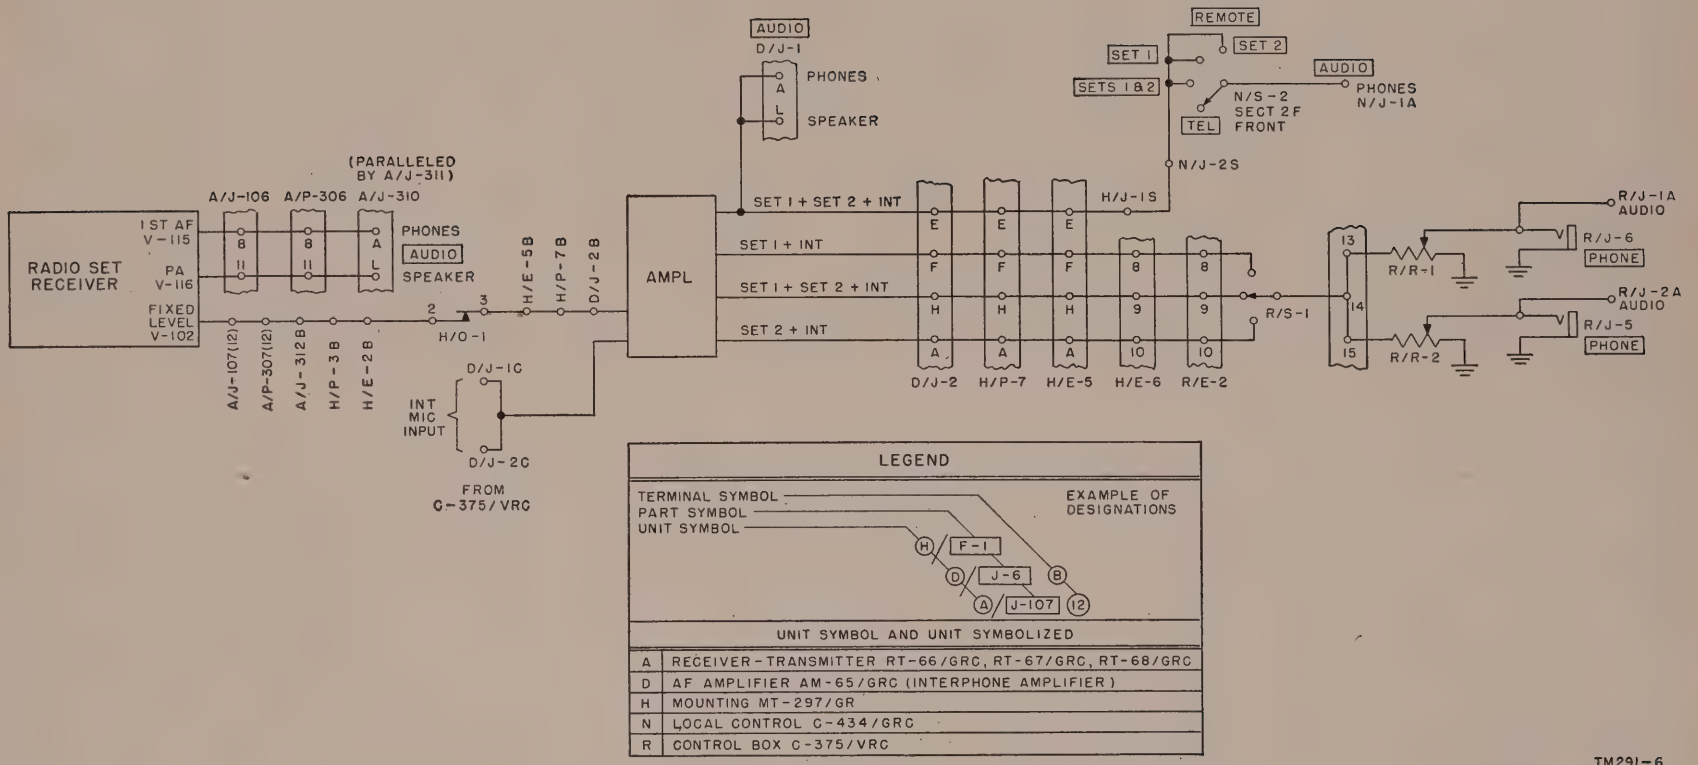
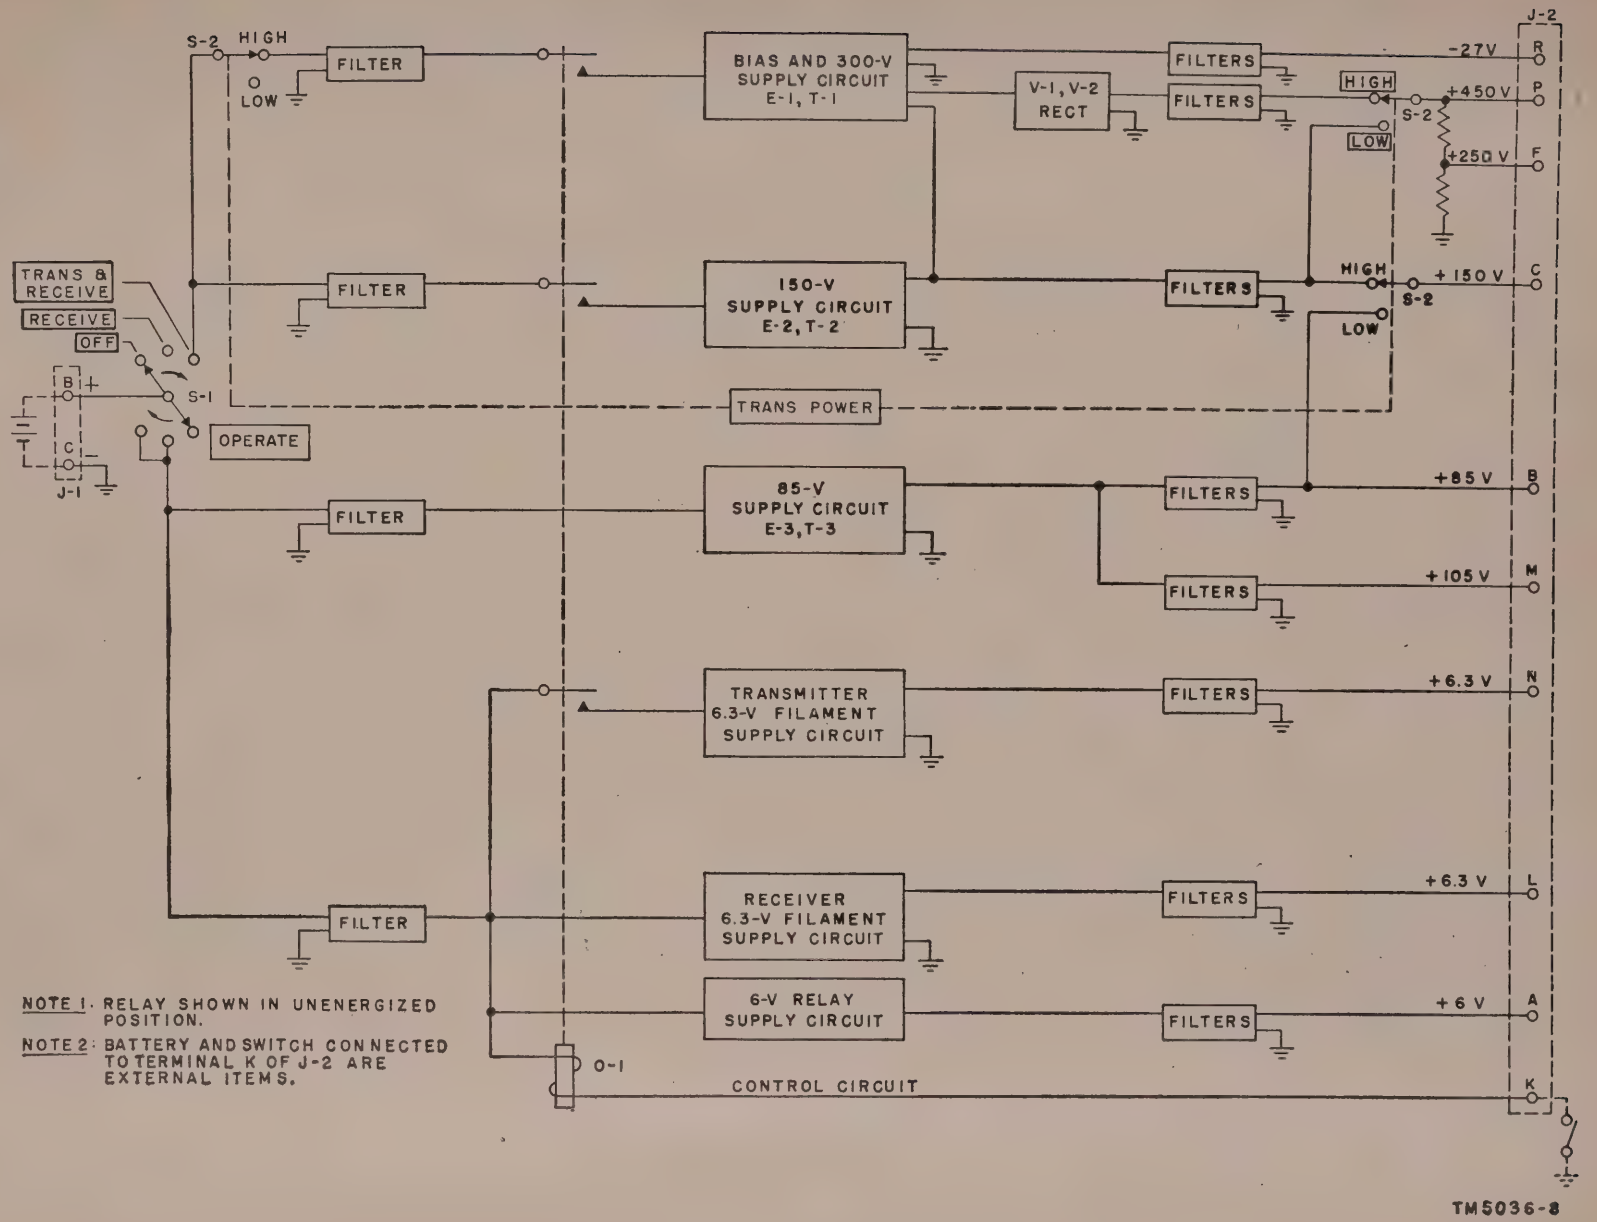

Figure 42. Monitoring circuits.
Figure 43. Set 1 power supply, block diagram.
a. Three diagrams (figs. 40, 41, and 42) are used to illustrate system interconnections and functioning. Complete power distribution circuits are shown on figure 40. Figure 41 illustrates the power distribution and control circuits within the local and remote control units. Indications have been made to show where these circuits connect into the system depicted in figure 40. When the local and the remote units are used, the complete circuits, as would be traced from the vehicle battery through the remote control, are partly in figure 40, and partly in figure 41. Figure 42 illustrates the monitoring facilities that are available.
c. Figure 42 illustrates all of the monitoring facilities which are available in the radio sets and
d. Monitoring. When filament, plate, and screen voltages have been made available as described above, the amplifier can monitor input signals from Set 1 (fig. 42). The amplifier cannot be used for interphone operation until the microphone and control circuits (*e* below) are completed. The signal path through the interphone amplifier may be traced through the block diagram (fig. 45). The output of the interphone amplifier is routed for monitoring to the audio connectors of the interphone boxes, the amplifier panel, and the AUDIO connector of the local unit. The signal supplied to the interphone boxes must be selected by the switch on the panel of the box (R/S–1 in fig. 42).
Note. For circuit details of the Set 1 power supply, refer to figures 76 and 77. A block diagram of the Set 1 power supply is shown in figure 43.
(2) The outputs of the first and second a-f stages, A/V–115 and A/V–116, respectively (fig. 42), are supplied to the phone and speaker terminals of the panel-mounted AUDIO connectors, A/J–310 and A/J–311. A headset may be used to monitor these signals.
(3) A fixed-level audio output from A/V–102 (fig. 42) is routed through normally closed contacts of H/O–1 in the mounting to the interphone amplifier. The output of the interphone amplifier is routed to the several control units for monitoring as indicated in figure 42 and explained in paragraph 67.
a. Monitoring and local push-to-talk operations are described for a REMOTE setting of the OFF-REMOTE-ON switch on the mounting, and a SET 1 & 2 setting of the REMOTE switch on the local control unit. The REMOTE switch completes the circuit for relay H/K–1 in the mounting (lower left-hand side of figures 40 and 41), and power is distributed to the interphone amplifier and all receiving circuits, as previously described. The sets are in a receiving condition and any signals received may be monitored at the interphone boxes and the local control unit (fig. 42). Section 2F front of the REMOTE switch (fig. 41) couples the signals from the interphone amplifier to the monitoring devices and the line transformer in the local unit. The signals also are coupled through the line transformers and telephone line to the earpiece at the remote unit (fig. 41).
The discussion of unit theory is limited to block diagram analyses of the major units. Although the maintenance information included in this manual is at an organizational level only, familiarity with the block diagrams of the units should be helpful in trouble shooting. A knowledge of which tubes are receiving tubes and which tubes are transmitting tubes, for example, will aid in the replacement of parts for which the operator has running spares. The block diagrams are shown in figures 43 through 45. Complete schematic diagrams for all units are also included as additional information for maintenance personnel (figs. 69 through 81).
(fig. 43)
a. Figure 43 is a functional block diagram of Power Supply PP–109/GR or Power Supply PP–112/GR. It shows the three h-v circuits and the three l-v circuits supplied from the storage battery input terminals. The h-v circuits are used to provide the plate, screen, and bias voltages for the receiver and transmitter circuits in Receiver-Transmitter RT–66/GRC, RT–67/GRC, or RT–68/GRC. The l-v circuits supply the receiver-transmitter filament and relay potentials.
The receiver is of the double-conversion superheterodyne type arranged to receive f-m signals. The term *double conversion* means that the incoming carrier signal beats with one local oscillator frequency to produce a first i. f. (between 4.45 and 5.45 mc); this frequency in turn beats with another oscillator frequency to produce a second i. f. (in this case 1.4 mc). The discriminator demodulates the second i-f signal and the a-f section of the receiver amplifies the audio output of the discriminator. The amplified output is supplied to headphones, loudspeaker, retransmission circuits, and to monitoring circuits (fig. 42).
(1) One circuit is a two-stage audio amplifier, V–115 and V–116, with gain adjustable by means of the panel-mounted VOLUME control. The output of the first stage, V–115, is connected to pins A of each of the AUDIO connectors, and is used to provide enough volume to operate a headphone or the earpiece of a handset. The output of the final audio power amplifier stage, V–116, is connected to pins L of each of the AUDIO connectors and has sufficient output to drive a loudspeaker.
(2) The other circuit, a one-stage amplifier, V–102, serves to provide an audio output signal for monitoring (fig. 43). No panel adjustment of volume is provided. However, an internal potentiometer provides screw-driver adjustment of the gain of the amplifier to obtain the required level. The output of this stage is connected to pin B of the REC-TR CONTROL connector (J–312 in figure 42).
c. Signal Distribution. The Set 1 and interphone signals are applied at the required levels to Set 1 + Interphone and Set 1 + Set 2 + Interphone channels. Signals from Set 1 do not enter the third channel which is the Set 2 + Interphone channel. However, the microphone signal, appearing at the output of the common channel amplifier, is permitted to enter the Set 2 + Interphone channel, is amplified there, and is made available at the output terminals of that channel. The signals appearing at the output terminals of the three channels may be monitored at any one of the control stations associated with the installation. Switch R/S–1 in figure 42 illustrates how the channels are selected at a control box. Only the channel containing the Set 1 + Set 2 + Interphone signals may be monitored from the front panel of the amplifier.
d. Output Circuits. Signals passing through the Set 1 + Interphone channel are amplified in amplifier V–2 and appear at the output terminal for that channel. Similarly, signals passing through the Set 2 + Interphone channel are amplified in output amplifier V–3 and appear at the output terminals for that stage. Signals passing through the Set 1 + Set 2 + Interphone channel are amplified by driver amplifier V–4 and output amplifier V–5 and are applied through a VOLUME control to a 600-ohm output connector for application to Local Control C–434/GRC and to the AUDIO connector J–1 (fig. 42). These signals also are applied to a 150-ohm output connection for application to Control Box C–375/VRC (fig. 42).